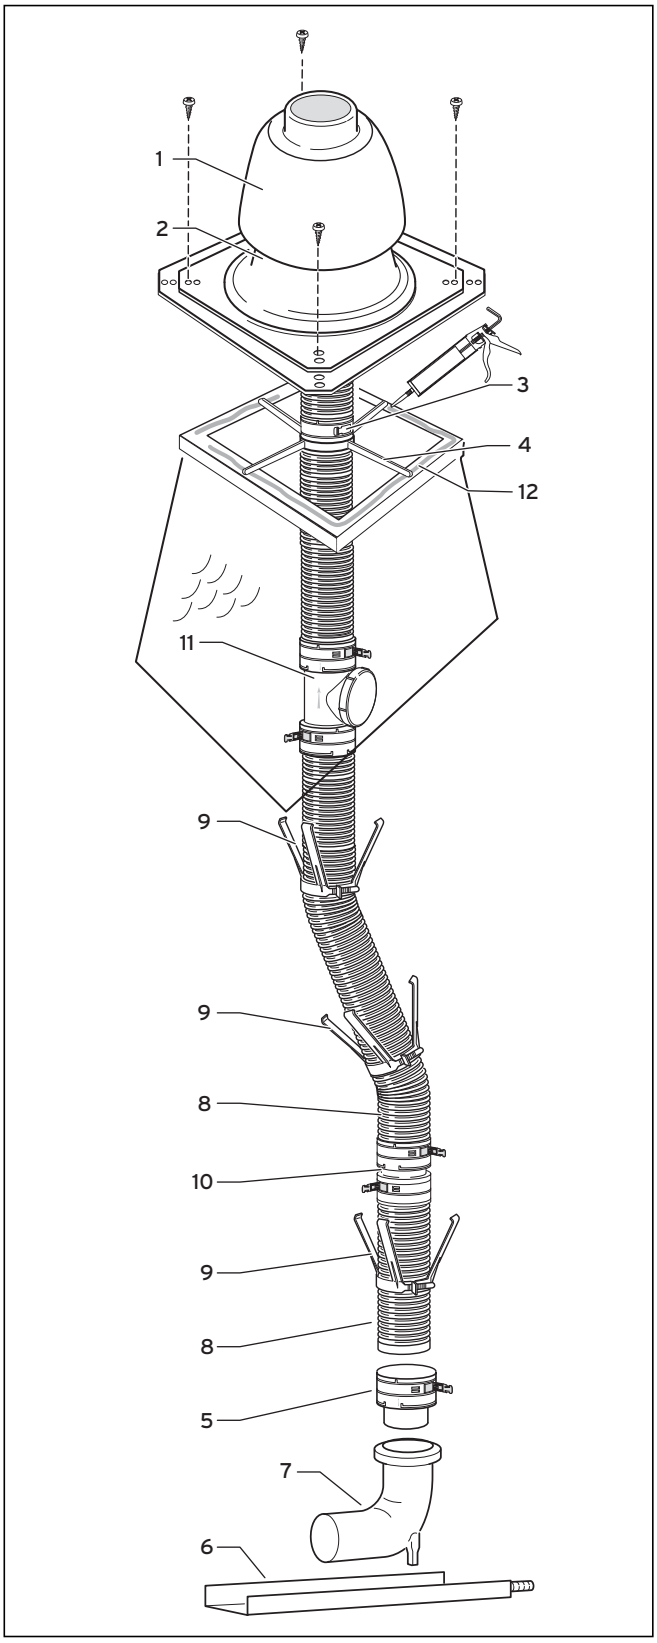

Fig. 4.31 Structure du système du conduit des fumées flexible
- Montez les écarteurs (**9, → fig. 4.31**) espacés de 2 m au maximum sur le conduit des fumées.
- Faites glisser la croix de montage (**4**) par le conduit des fumées (**8**), sur la paroi de la cheminée d'aération (**→ fig. 4.31**).